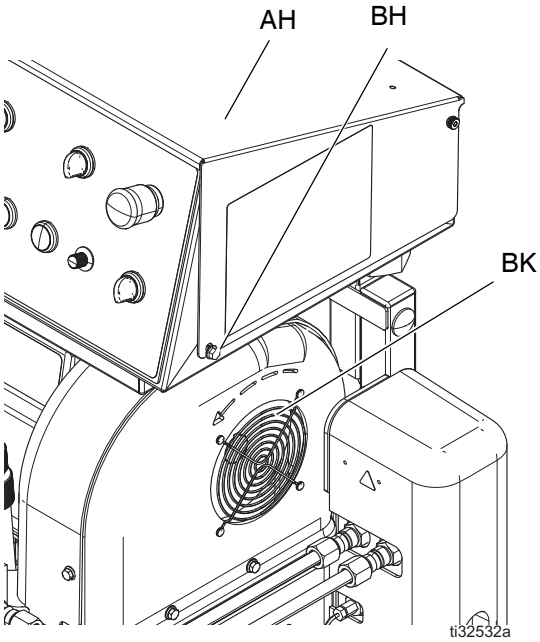
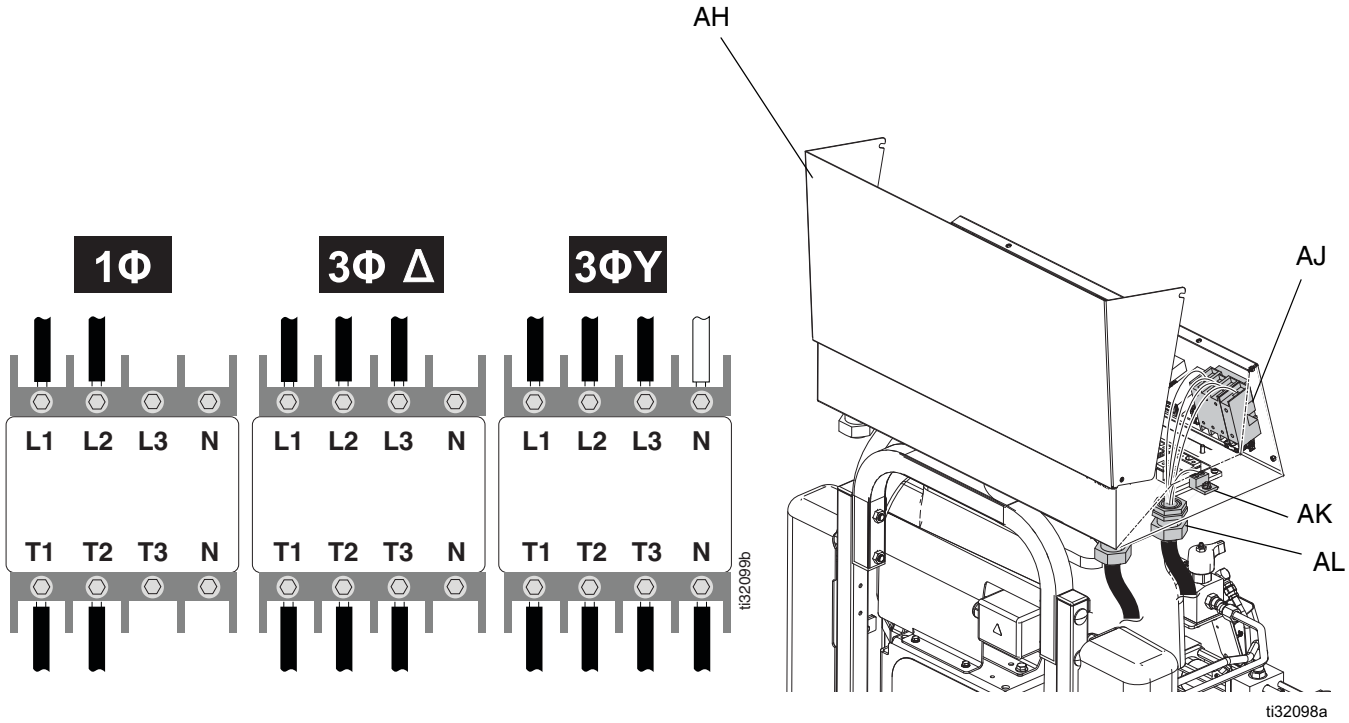

図 7: 電動モーターの回転
図 8: 引込み電源配線を接続します
2. 主電源断路 (CE) をオフにします。
3. ボルト (BH) を緩め、ドアを上に持ち上げて、電気エンクロージャーのドア (AH) を開きます。図 8 を参照してください。
4. 電気エンクロージャー (C) の中の電源入口コードグリップ (AL) に電源ケーブルを配線します。コードグリップ (AL) を締め付けます。図 8 を参照してください。
5. 図 8 に示すように、引込み電源配線を主切断端子 (AJ) と主要接地つまみ (AK) に接続します。トルクは 6.2 N·m (55 インチ－ポンド) まで。すべての接続部分を、適切に固定されているか確認するため、そっと引っ張ります。
a. **230V、1 相**：5/32 または 4 mm 六角アレンレンチを使って、2 つの電源リード線を L1 と L2 に接続します。緑を接地つまみ (AK) に接続します。
b. **230V、3 相**：5/32 または 4 mm 六角アレンレンチを使って、3 つの電源リード線を L1、L2、L3 に接続します。緑を接地つまみ (AK) に接続します。
c. **400V、3 相**：5/32 または 4 mm 六角アレンレンチを使って、3 つの電源リード線を L1、L2、L3 に接続します。ニュートラルを N に接続し、緑色を接地つまみ (AK) に接続します。
6. 電動モーターファン (BK) の回転が適正か確認します。図 7 を参照してください。
7. 図 8 の図示通りにすべての品目が接続されていることを確認します。電気エンクロージャのドア (AH) を閉めて、ボルト (BH) を締め付けます。